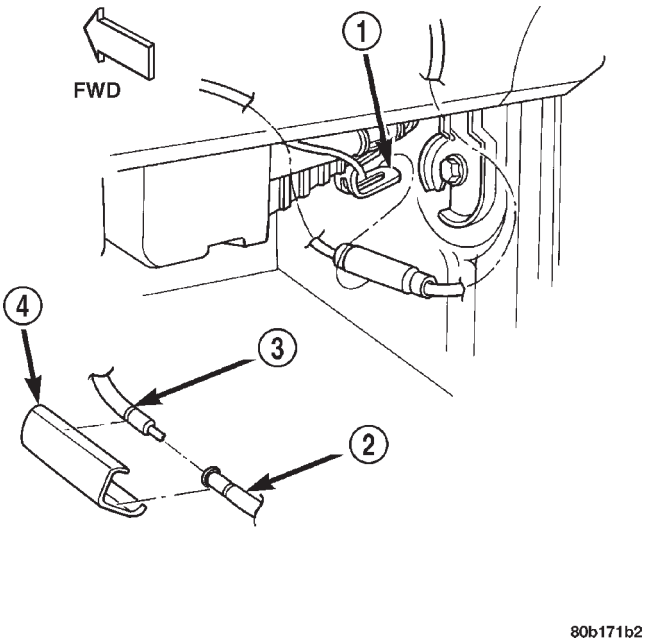
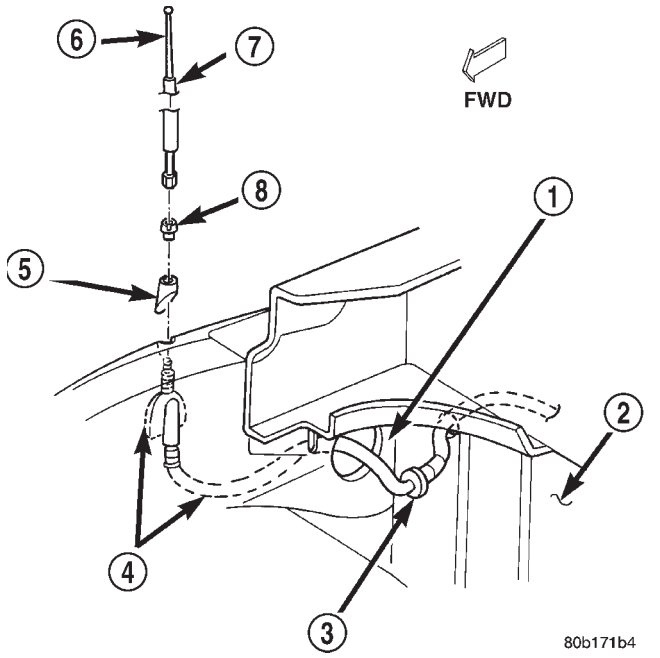

Fig. 2 Antenna Coaxial Cable Connector
Fig. 3 Antenna Mounting
(1) Disconnect and isolate the battery negative cable.
(2) Reach under the passenger side of the instrument panel near the right cowl side inner panel to disengage the coaxial cable connector from the retainer clip located on the bottom of the heater-A/C housing (Fig. 2).
(3) Remove the foam tape to access the coaxial cable connector. Disconnect the connector by pulling it apart while twisting the metal connector halves. Do not pull on the cable.
(4) Securely tie a suitable length of cord or twine to the antenna half of the coaxial cable connector. This cord will be used to pull or “fish” the cable back into position during installation.
(5) Reach above the Powertrain Control Module (PCM) on the right side of the dash panel in the engine compartment to disengage the antenna coaxial cable grommet from the hole in the dash panel (Fig. 3).
(6) Pull the antenna coaxial cable out of the passenger compartment and into the engine compartment through the hole in the dash panel.